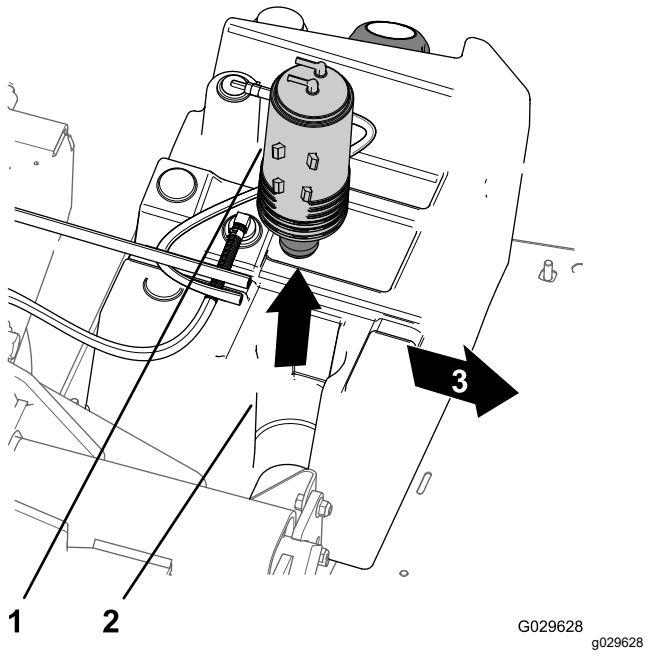

Figuur 50
3. Til de koolstofhouder van de koolstofhouderbevestiging in de brandstoftank (Figuur 50).
7. Plaats de nieuwe koolstofhouder in de koolstofhouderbevestiging van de brandstoftank met de afvoerfitting en de fitting voor de brandstoftank naar achteren uitgelijnd (Figuur 50).